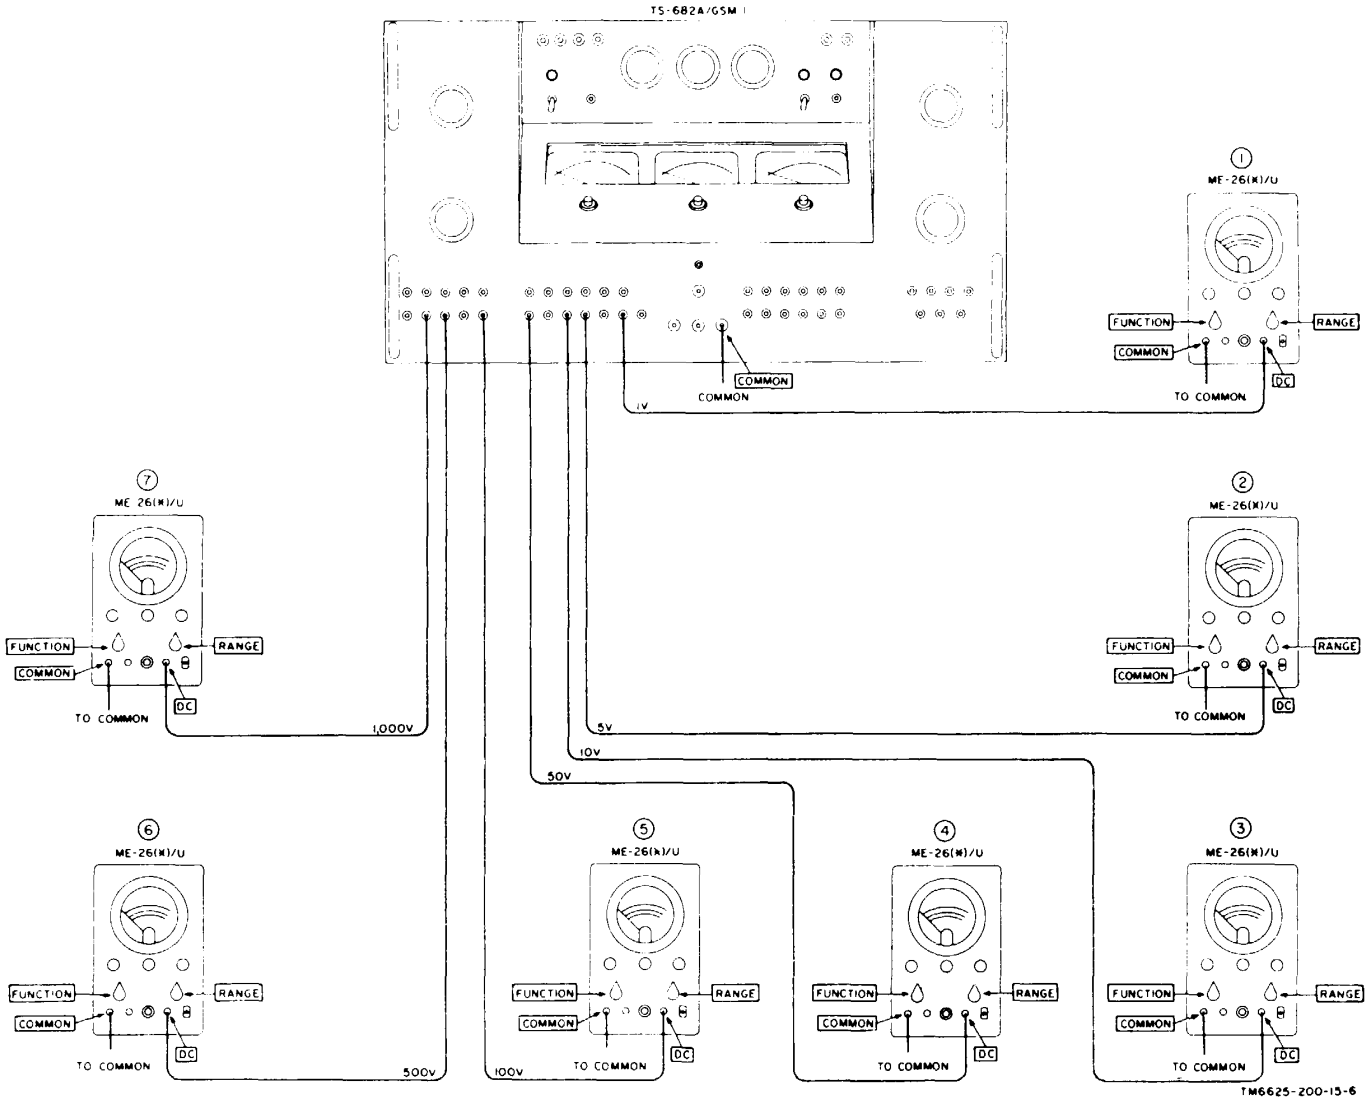

Figure 8-3. Dc calibration test setup.
b. Test Connections and Conditions. Connect the equipment as indicated in figure 8-3.